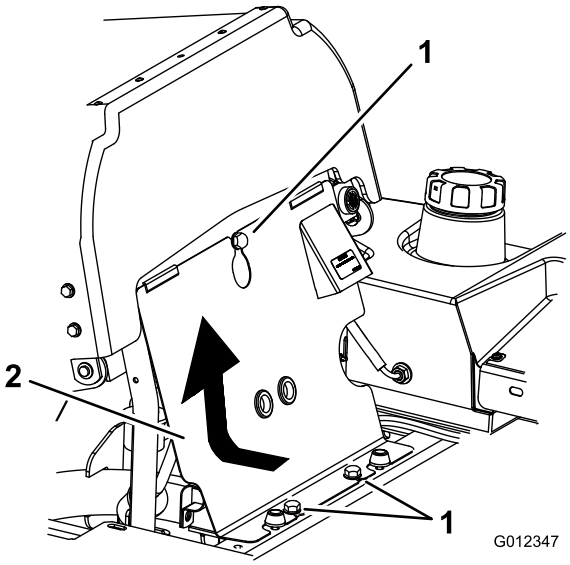

Figur 44
1. Vip sædet frem, løsn boltene, og fjern motorens frontpanel (Figur 44).